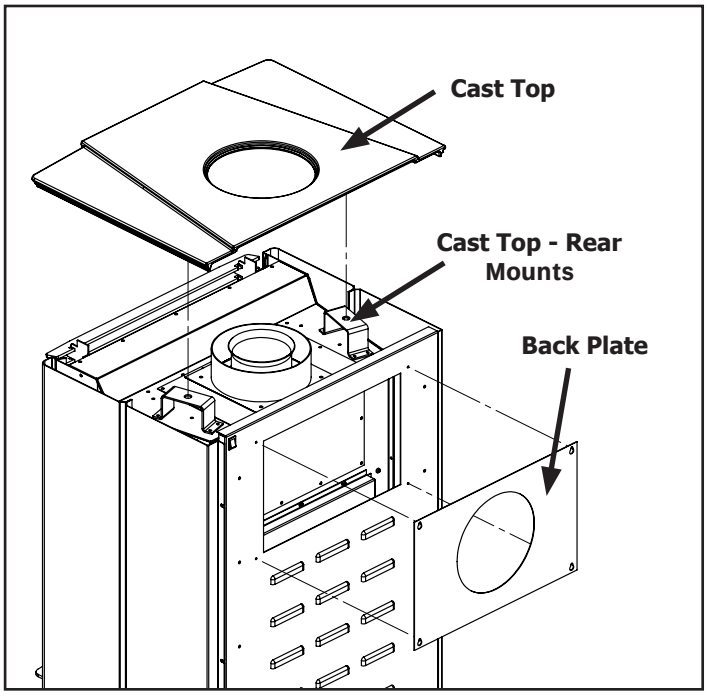
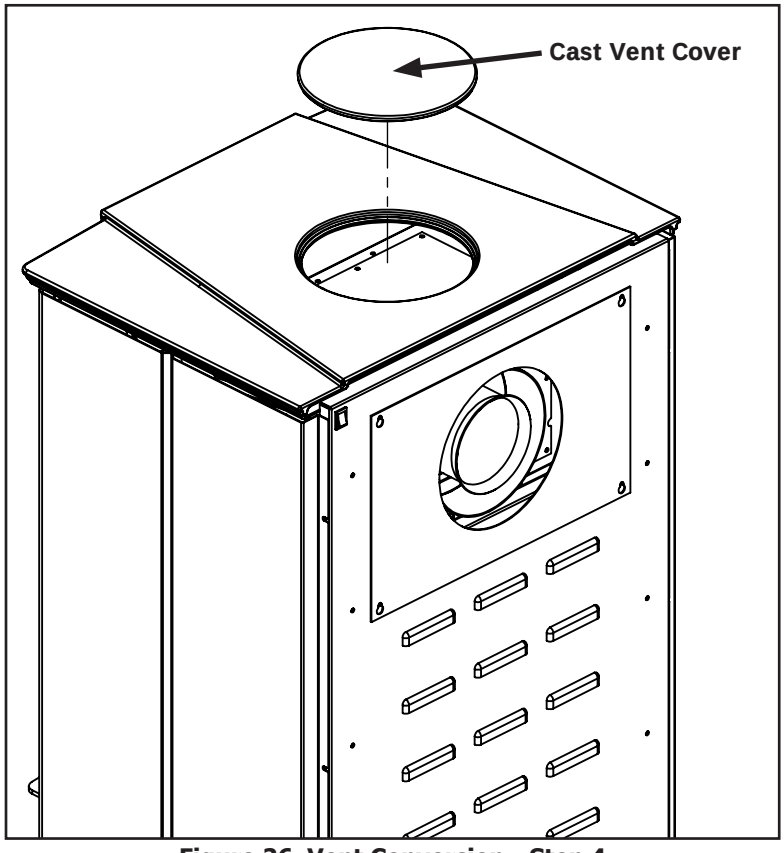

Figure 23. Vent Conversion - Step 1
Figure 26. Vent Conversion - Step 4
Step 1: Using a T20 screwdriver loosen the four screws retaining the back plate and unhook it. Then remove the cast top by simply lifting up as shown in Figure 23.
Step 4: Re-install the cast top by aligning the bolt heads on the bottom side with the rear mounts (see Figure 23). Re-install the back plate and tighten the four retaining screws. Finally, install the cast vent cover supplied with the S30I as shown in Figure 26.